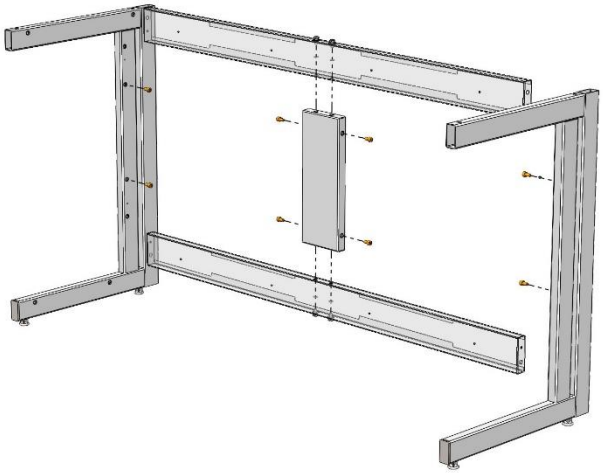

Рис. 2
2. Для каркаса шириной от 1350 – собрать заднюю раму каркаса, соединив распорки каркаса ребром, используя болты М8х16, пружинные шайбы 8 и предусмотренные в ребре заклёпки-гайки М8 *(Рис. 2)*
3. Если предполагается установка декоративной панели – установить болты М8х14 (цилиндрическая головка) в предусмотренные в ребре и боковинах заклёпки-гайки М8 *(Рис. 2)*